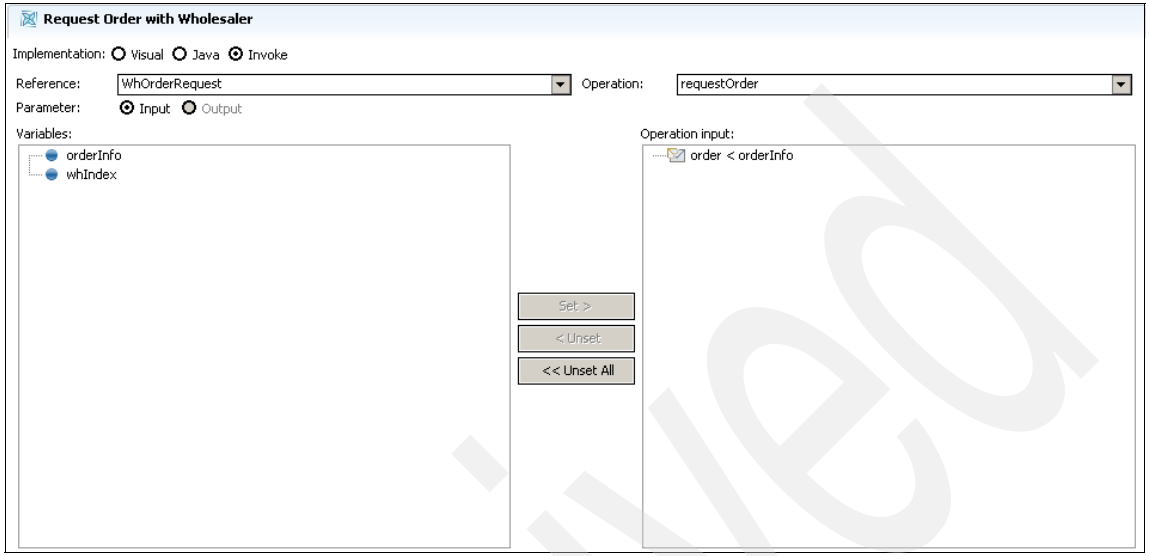

Figure 11-28 Invoking Request Order with Wholesaler
10. Verify that the Operation input box now contains order < orderInfo as shown in Figure 11-28.